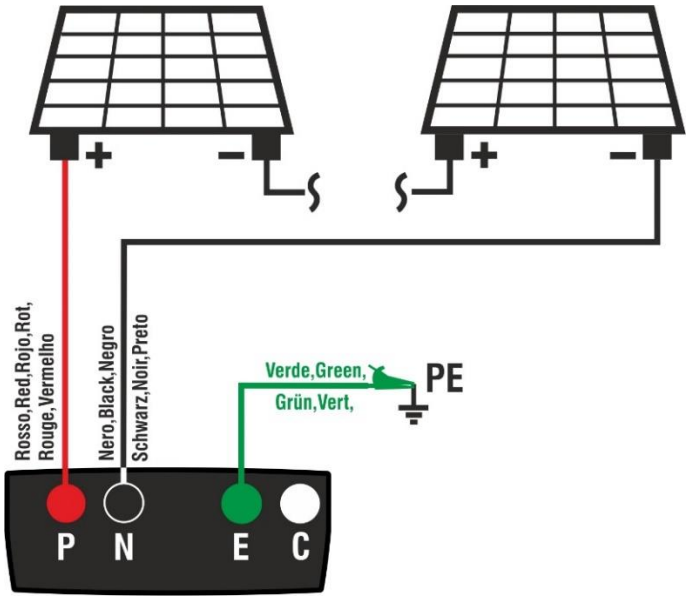

Fig. 9: Ligação do instrumento para medição do isolamento no modo GFL
8. Ligar o instrumento ao string FV em teste, como indicado na Fig. 9. Note-se que os eventuais para-raios ligados aos cabos da string devem também ser desligados e que é aconselhável efetuar a medição a montante de eventuais díodos de bloqueio